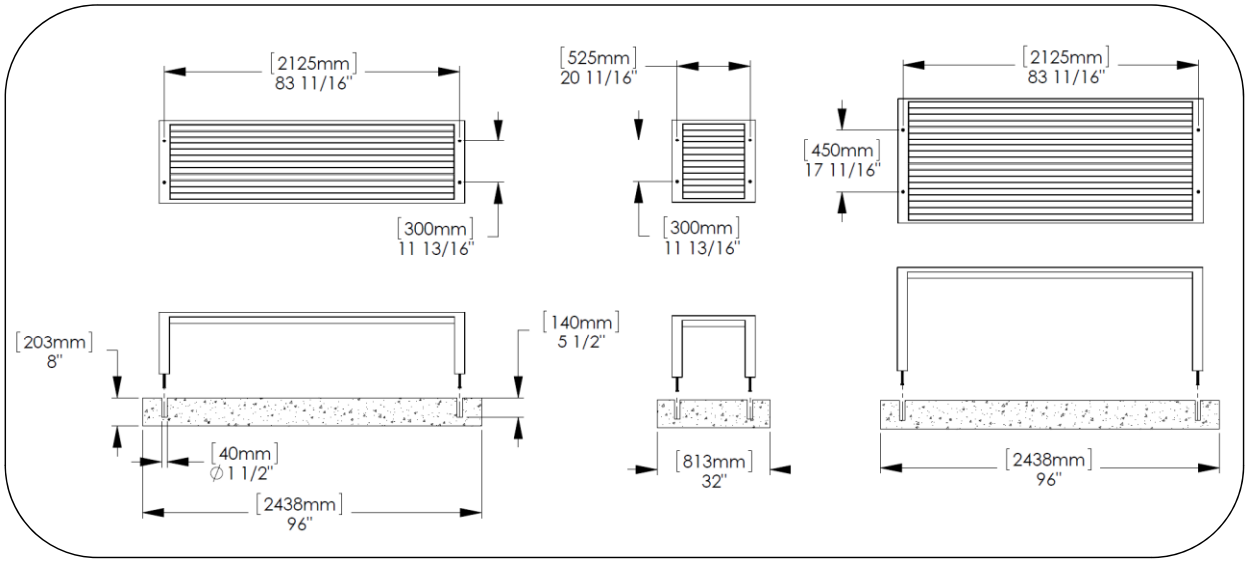

Fig. 2 – concrete footing details
3. Drill holes according to Fig. 2.